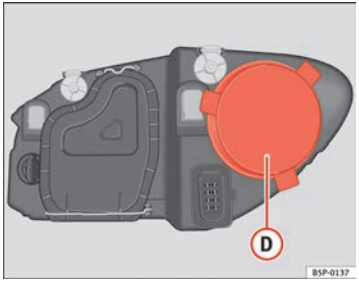

Fig. 170 Side lights
– Remove the cover ⇒ fig. 170 (D) by pulling on this.